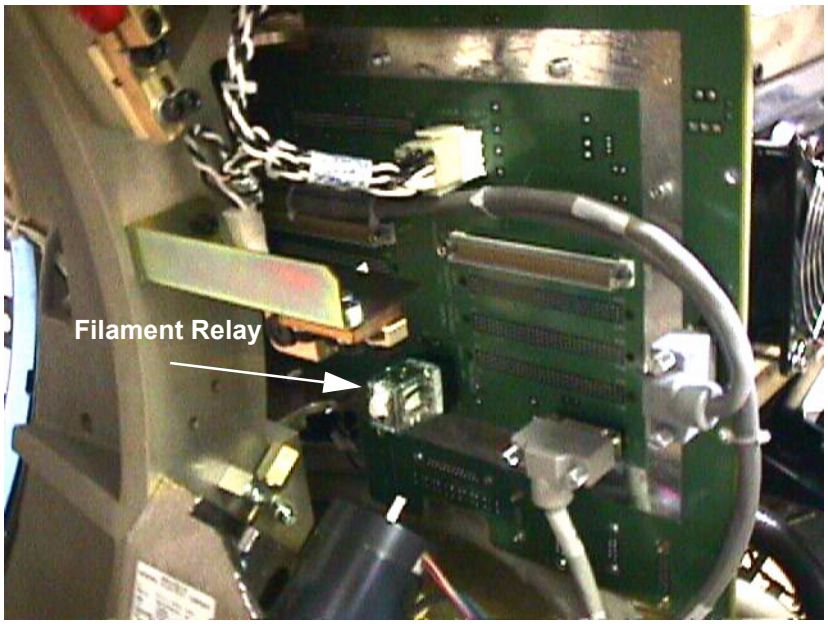

Figure 9-66 OBC Backplane Filament Relay
4.) Position **OBC** at 2:00 o'clock. Reference Figure 9-66.